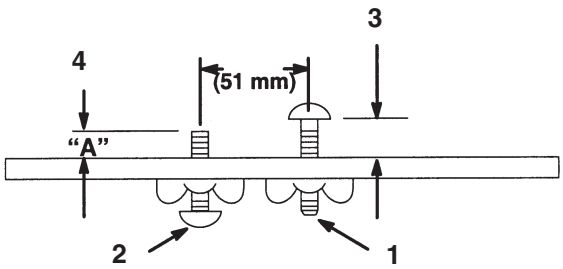

Afbeelding 7
Voor het afstellen van een consistente stand van de maai-eenheid adviseert Toro nadrukkelijk een meetlat met twee schroeven te gebruiken, Toro onderdeelnr 98-1852 (Afb. 7). De eerste schroef is voor het afstellen van de maaihoogte en de tweede schroef is voor het instellen van de stand van de maai-eenheid. Het afstellen van de tweede schroef is een makkelijke methode om de stand van de maai-eenheid voor alle maai-eenheden van een machine in te stellen.
1. Met behulp van een meetlat met twee schroeven, Toro onderdeelnr. 98-1852, stelt u de eerste schroef in voor de gewenste maaihoogte. Zo krijgt u de juiste maat tussen de meetlat en de onderkant van de schroefkop. (Afb. 7).
2. Met behulp van Tabel 1 stelt u positie "A" in voor de tweede schroef op de meetlat. Zo krijgt u de juiste maat tussen de meetlat en het uiteinde van de schroef (Afb. 7).